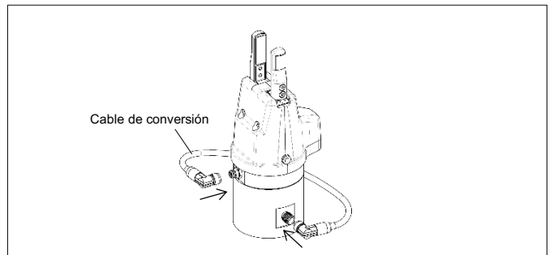

Figura 3
- Fije el conector como se muestra en la **Figura 3**.